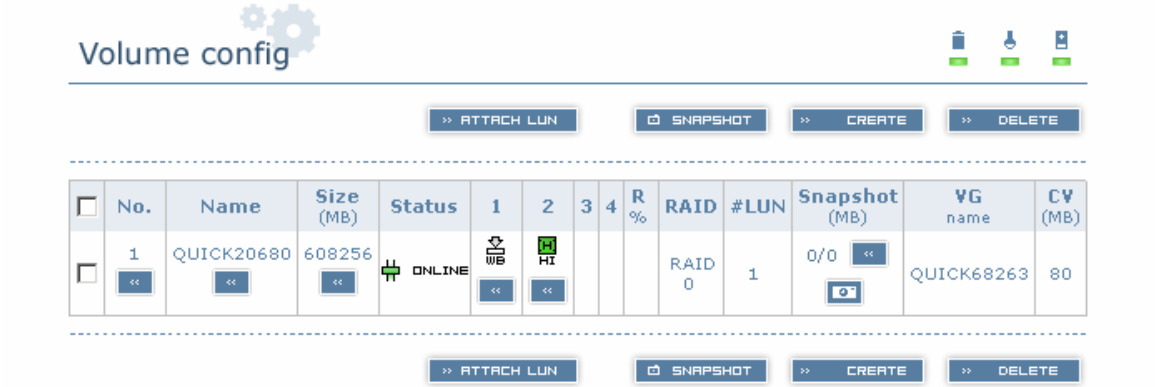

Figure 3.3.2
Step 3: Confirm page. Click " CONFIRM " if all setups are correct. Then a page with the "User data volume" just been created will be shown as Figure 3.3.2.
(Figure 3.3.2: A RAID 0 user data volume with the UDV name "QUICK20680", named by the system itself, with the total available volume size 608256MB.)